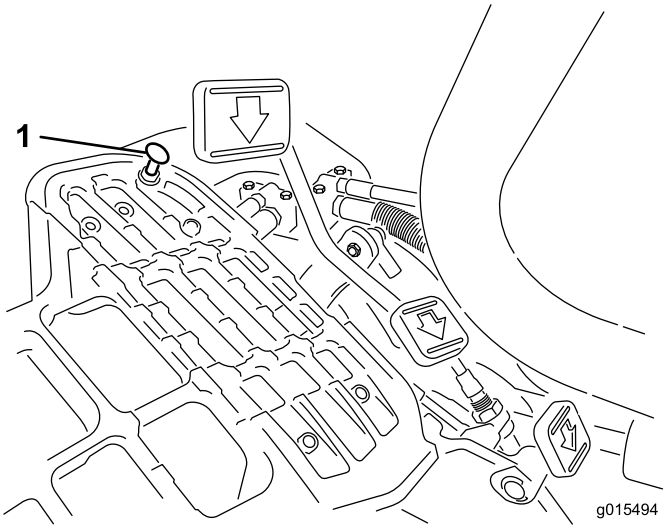

Figur 50
Du kommer upp i maximal transporthastighet genom att sätta funktionsreglaget i transportläget och trycka ned gaspedalen. Det behövs en justering om pedalen nuddar vid stoppet (Figur 50) innan anspänningen känns i kabeln:
1. Flytta funktionsreglaget till transportläget och lossa på låsmuttern som fäster pedalstoppet vid golvplattan (Figur 50).